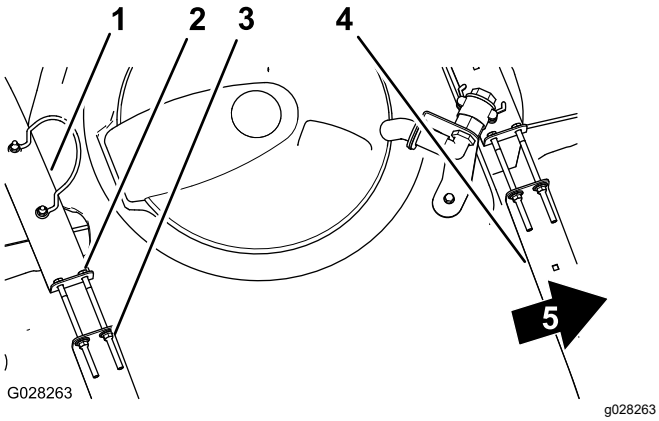

Figuur 20
2. Controleer of u de tankbanden op de tank kunt bewegen (Figuur 20).
3. Als de tankbanden te los om de tank heen zitten, draai dan de flensborgmoeren en de bouten bovenaan de banden aan tot de banden gelijk komen met het oppervlak van de tank (Figuur 20).